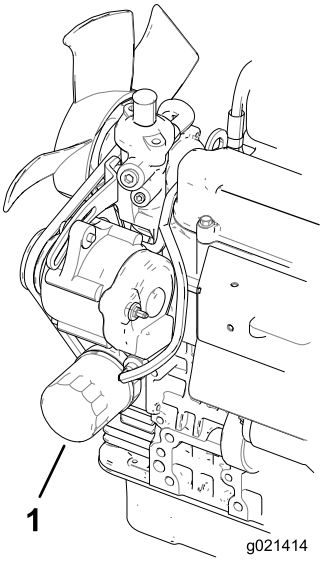

Figur 47
2. Fjern oliefilteret (Figur 47). Smør et tyndt lag ren olie på det nye filters pakning, før det skrues på. **Overspænd ikke.**